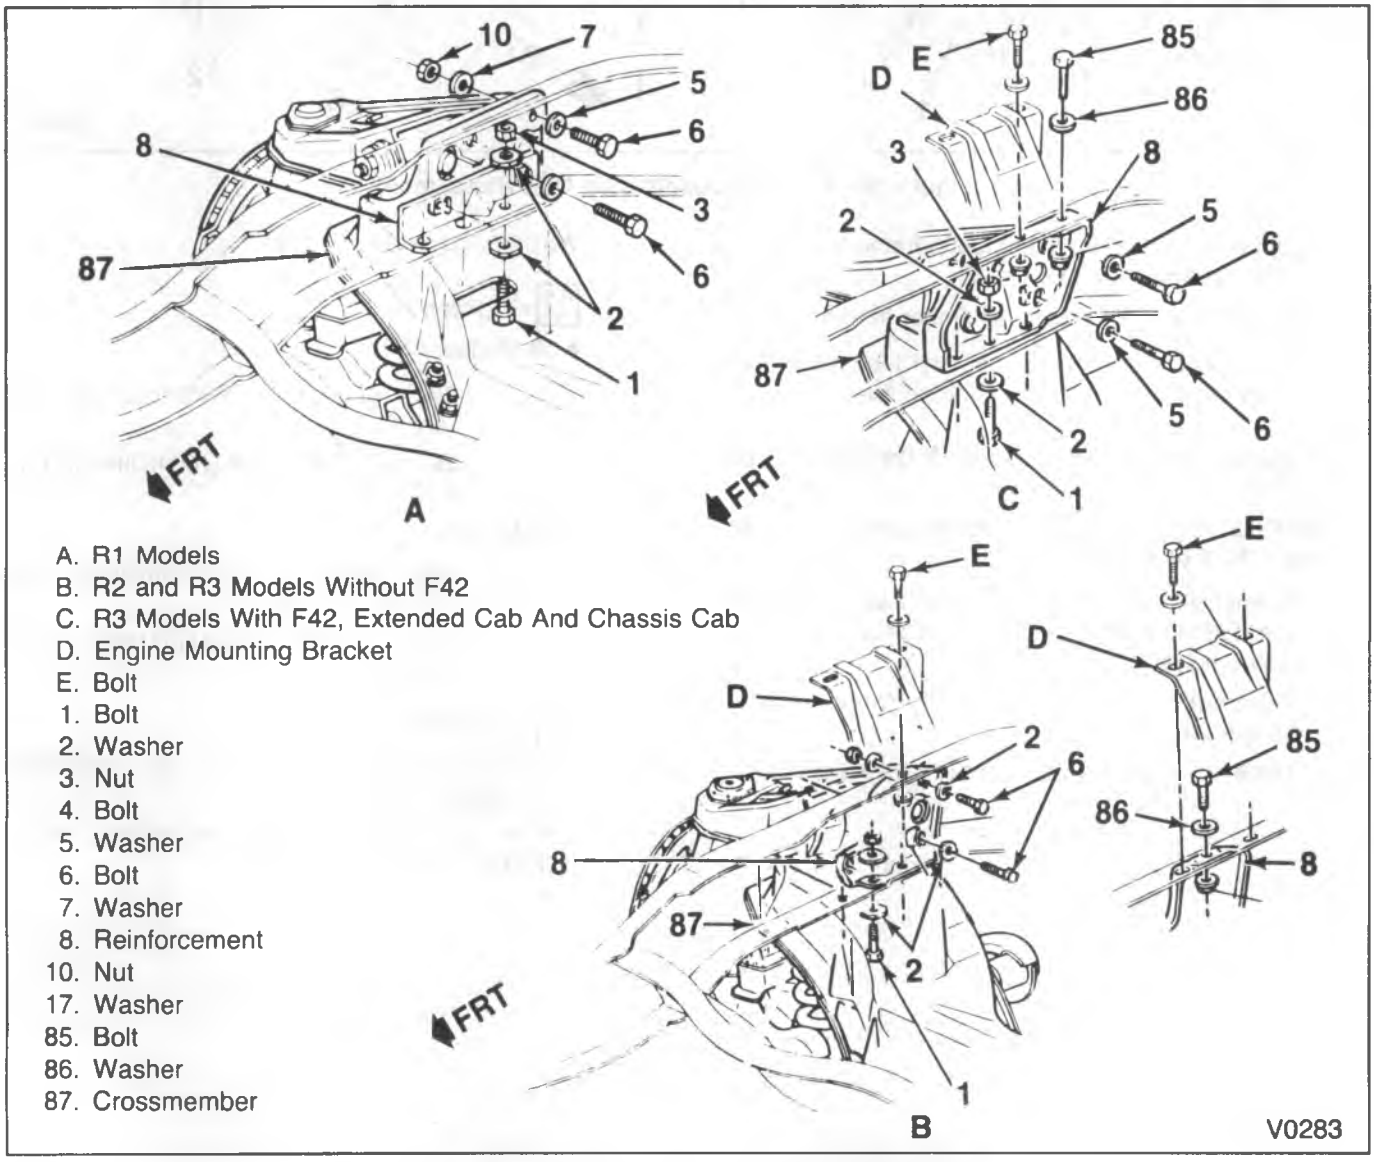

Figure 29 – R Model Suspension Unit Attachment
11. Suspension crossmember from the frame rail (figure 29).
2. Suspension crossmember to frame rail bolts (figure 29).
3. Upper control arm (28) and frame bracket bolts (6).
4. Washers (7) and nuts (10).